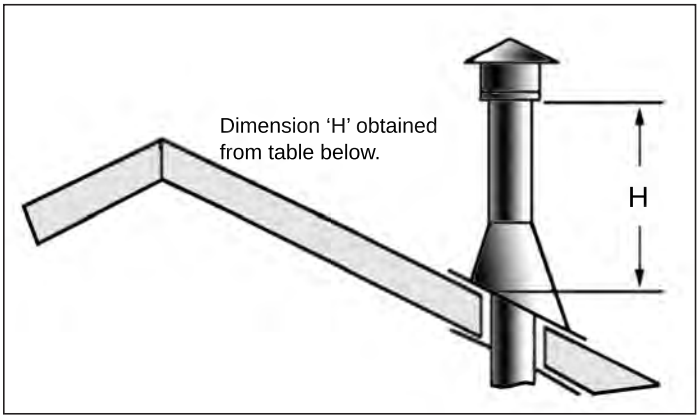

Figure 36: Height of Vertical Termination; Reference Table 7.
STEP 8. Continue to add pipe sections until the height of the vent cap meets the minimum code requirements. Refer to Figure 36 and Table 7. Note that for steep roof pitches, the vent height must be increased. In high wind conditions, nearby trees, adjoining roof lines, steep pitched roofs, and other similar factors can result in poor draft, or down drafting. In these cases, increasing the vent height may solve the problem.